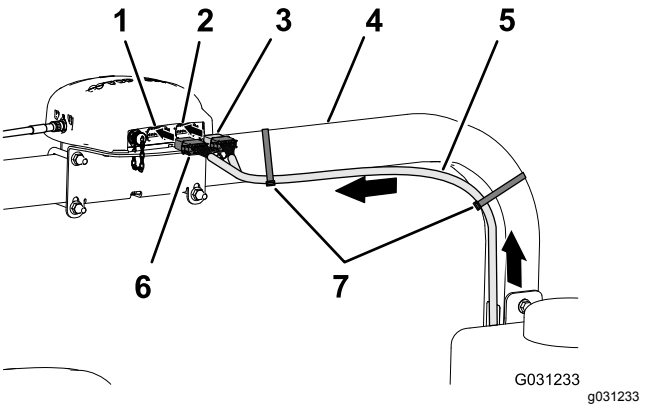

Figur 158
2. Dra datakablagedelen på 390 cm längs det högra vältskyddsröret med kontakten med tolv uttag (grå) och kontakten med tolv uttag (svart) uppåt mot navigeringsmottagaren (Figur 158).
7. Fäst datakablagedelen på 390 cm på höger vältskyddsrör med två kabelband enligt Figur 158.